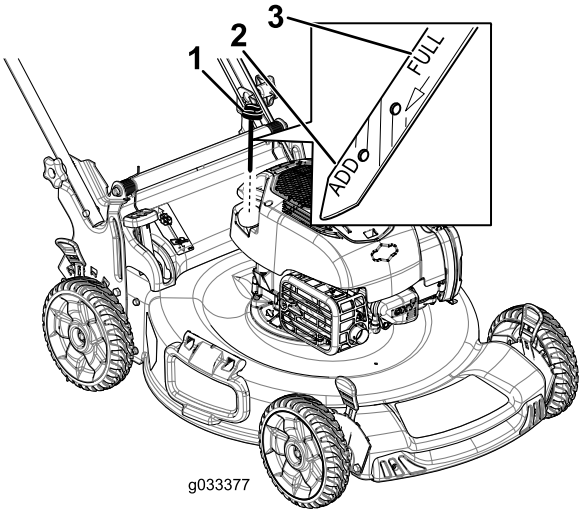

Figura 14
2. Retire a vareta, limpe-a e volte a colocá-la (Figura 14).
3. Retire a vareta e verifique o nível de óleo (Figura 14). Se o nível do óleo estiver abaixo da marca **Add** (Adicionar) na vareta, deite lentamente o óleo dentro do tubo de enchimento do óleo para aumentar o nível do óleo até à marca **Full** (Cheio) na vareta. **Não encha demasiado.**